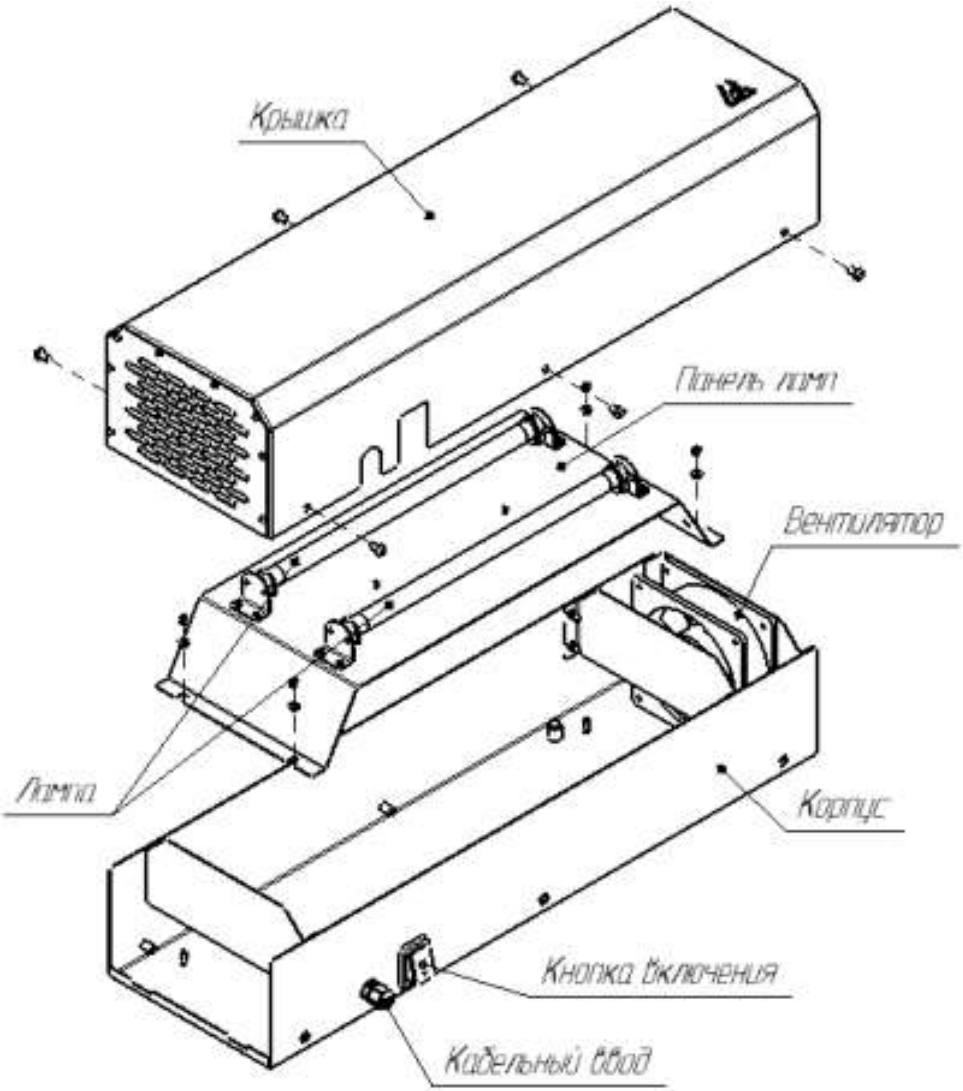

Рисунок 1 — Устройство изделия
4. При необходимости замены ламп, снять крышку, раскрутив 6 винтов (рисунок 1).
5. При необходимости замены пускорегулирующего аппарата дополнительно снять панель ламп (рисунок 1).